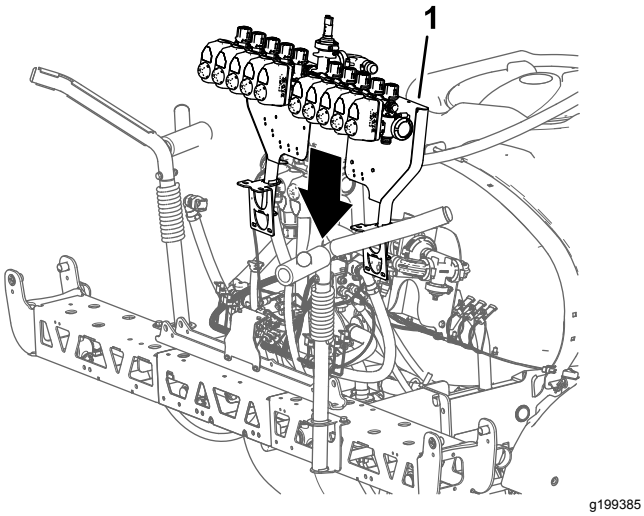

Rysunek 109
1. Za pomocą sprzętu do podnoszenia o podanej nośności unieś zespół wspornika zaworów i zaworów zraszacza, a następnie ustaw go nad środkową sekcją zraszania (Rysunek 109).